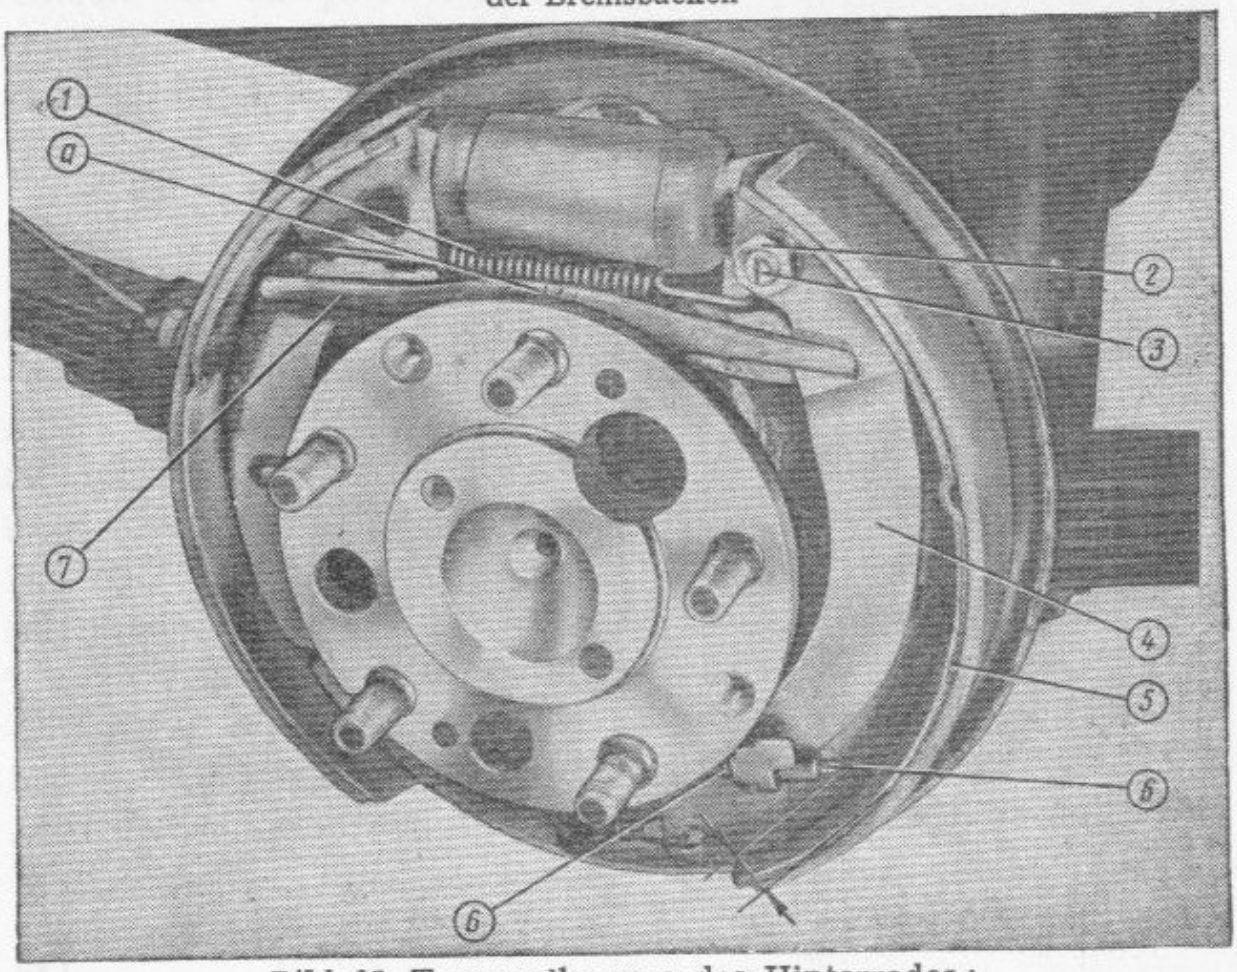

Bild 85. Trommelbremse des Hinterrades:
Es kann sich herausstellen, daß nach der obenbeschriebenen Einstellung die Wirkung der Handbremse wie früher ungenügend ist. Diese weist darauf hin, daß die Bremsbeläge der Hinterräder übermäßig abgenutzt sind. In diesem Fall ist die Stellung der Spreizhebel *4* (Bild 85) auf den Bremsbacken der Hinterräder einzustellen.
3. Mutter *2* (Bild 85) für Einstellschraube *3* des Spreizhebels *4* um 2—3 Umdrehungen lockern. Darauf Feder *6* mit Schraubenzieher abdrücken und Schraube *3* in Uhrzeigersinn an linker Bremseinrichtung (und gegen Uhrzeigersinn an rechter) drehen, so daß Hebel *4* zur Bremsbacke 5 verschoben wird, bis der Luftspalt *e* zwischen dem Kopf des Seilzugs und der Bremsbacke 5 4—6 *mm* beträgt.